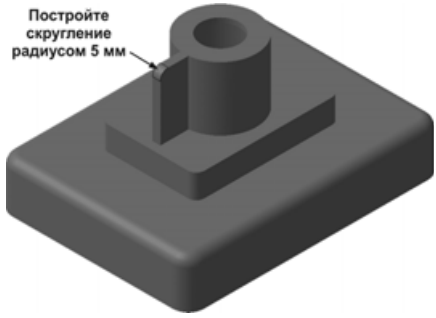

Рис. 5.50
- Система выполнит построение ребра жесткости (рис. 5.50). В дереве построения присвойте построенному элементу имя **Ребро жесткости**.
- Постройте на ребре скругление радиусом 5 и присвойте элементу имя **Скругление ребра** (рис. 5.50).